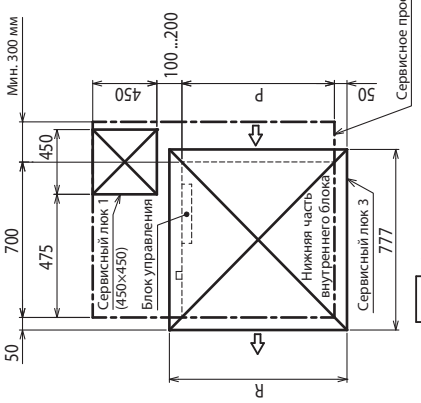

Рис. 4 (Вид по направлению стрелки B)
- оборудуйте сервисный люк 1 по диагонали под блоком управления и сервисный люк 3 под блоком, как показано на Рис. 4